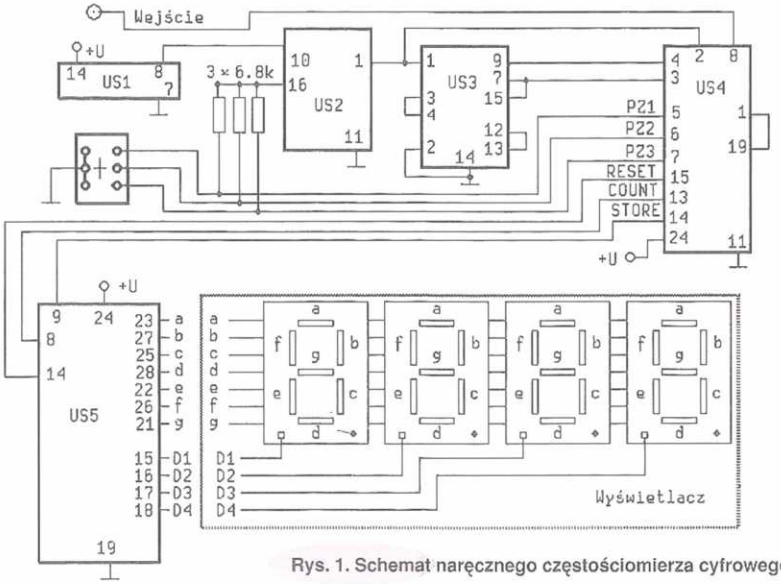
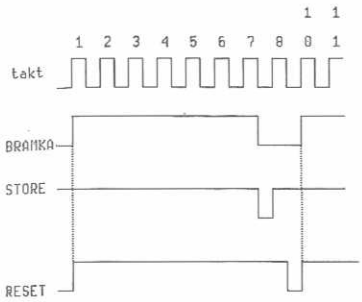

Rys. 1. Schemat nareczneg częstościomierza cyfrowego
Rys. 3. Wykres zależności czasowych taktu roboczego i sygnałów sterujących częstościomierza
Schemat częstościomierza przedstawiono na rys. 1. Do wejścia jest doprowadzany przebieg mierzony. Pomiar częstotliwości polega na zliczaniu impulsów z wejścia w ciągu określonego z "kwarcową" dokładnością, nastawnego czasu otwarcia bramki, a następnie wyświetleniu wyniku. Czas otwarcia bramki wynosi zawsze 8 taktów roboczych.
Ponieważ oczekujemy wyniku w postaci liczby 4-cyfrowej, bramki o szerokości 1, 0,1 i 0,01 s oznaczają maksymalny zakres odpowiednio 10 kHz (PZ1), 100 kHz (PZ2) oraz 1 MHz (PZ3). Układ GAL16V8 dostarcza ponadto sygnałów *STORE* i *RESET* organizujących pracę licznika ICM7217A (US5). Przy otwartej bramce US5 zlicza impulsy na wyjściu *COUNT* (13) układu US4, zaś sygnał *STORE* nadzoruje wewnętrzną pamięć "notatnikową" układu US5. Stan niski na wyjściu *STORE* przepisuje chwilowy stan licznika do pamięci i powoduje wyświetlenie jej zawartości przez blok wyświetlacza. Taki tryb pracy zapobiega zmianie wyświetlanej wartości w trakcie zliczania impulsów "migotania" – wyświetlana jest jedynie zawartość pamięci w US5, aktualizowana zawsze kiedy *STORE* = 0. Po przepisaniu stanu licznika do pamięci, stan "0" na wyjściu *RESET* zeruje licznik, nie zaś pamięć. Program FRQ–PLD w trybie Complex przeprowadza operacje logiczne na wielkościach (stałych, zmiennych, parametrach itp.) odpowiadających opisowi sygnałów na wyprowadzeniach układu US4 (rys. 1). Program nie jest skomplikowany, jego podstawową strukturę ilustruje opis wyprowadzeń układu US4 na rys. 1 oraz wykres czasowy na rys. 3. W ramach optymalizacji układu równań logicznych, aby zapobiec konfliktom czasowym mogącym powodować podwójne wyświetlanie stanu licznika, wprowadzono dodatkowe zmienne pomocnicze Z1, Z2